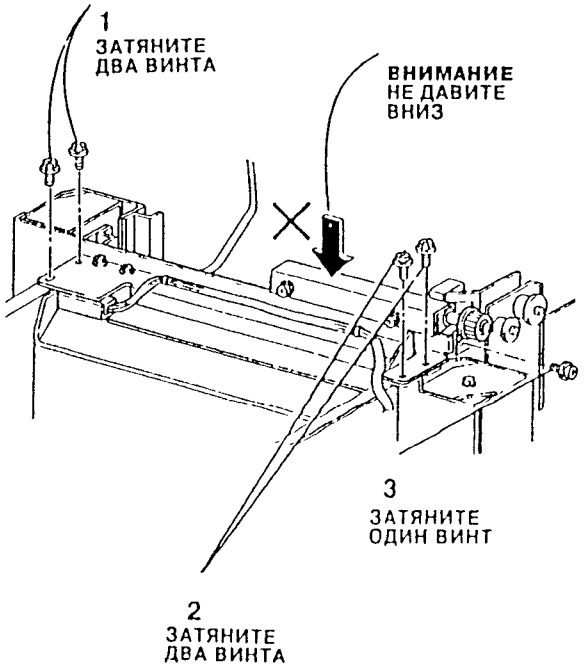

Рис. 15. Установка вала привода забойника
13. Установите на место узел вала привода забойника (Рис. 15).
ПРИМЕЧАНИЕ: сначала наживите пять крепежных винтов, затем затяните их в показанном на Рис. 15 порядке.